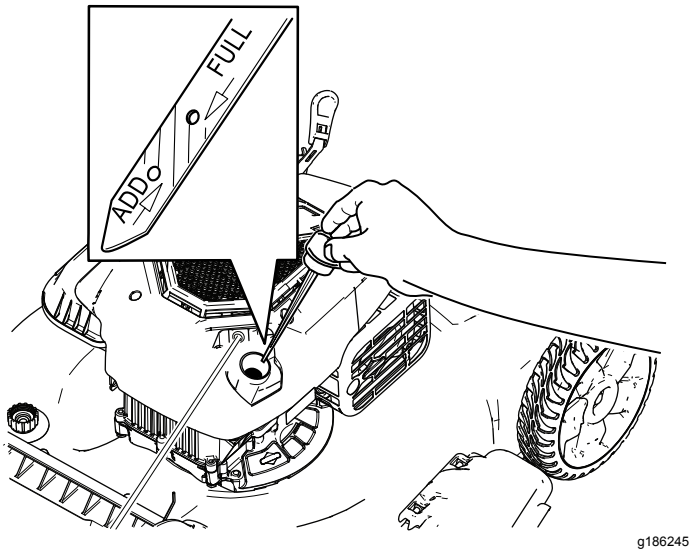

Рисунок 6
2. Извлеките масломерный щуп, повернув крышку против часовой стрелки и вытянув его (Рисунок 6).
6. Определите уровень масла по отметкам на щупе (Рисунок 6).